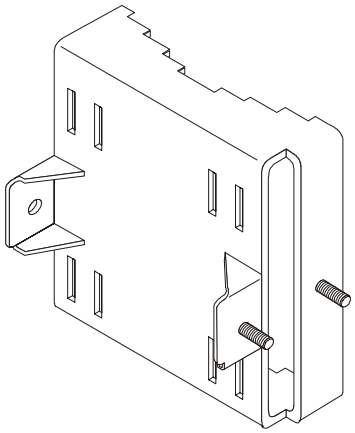

Figure B-2. Pivoting Bracket
- One pivoting bracket (see *Figure B-2*)